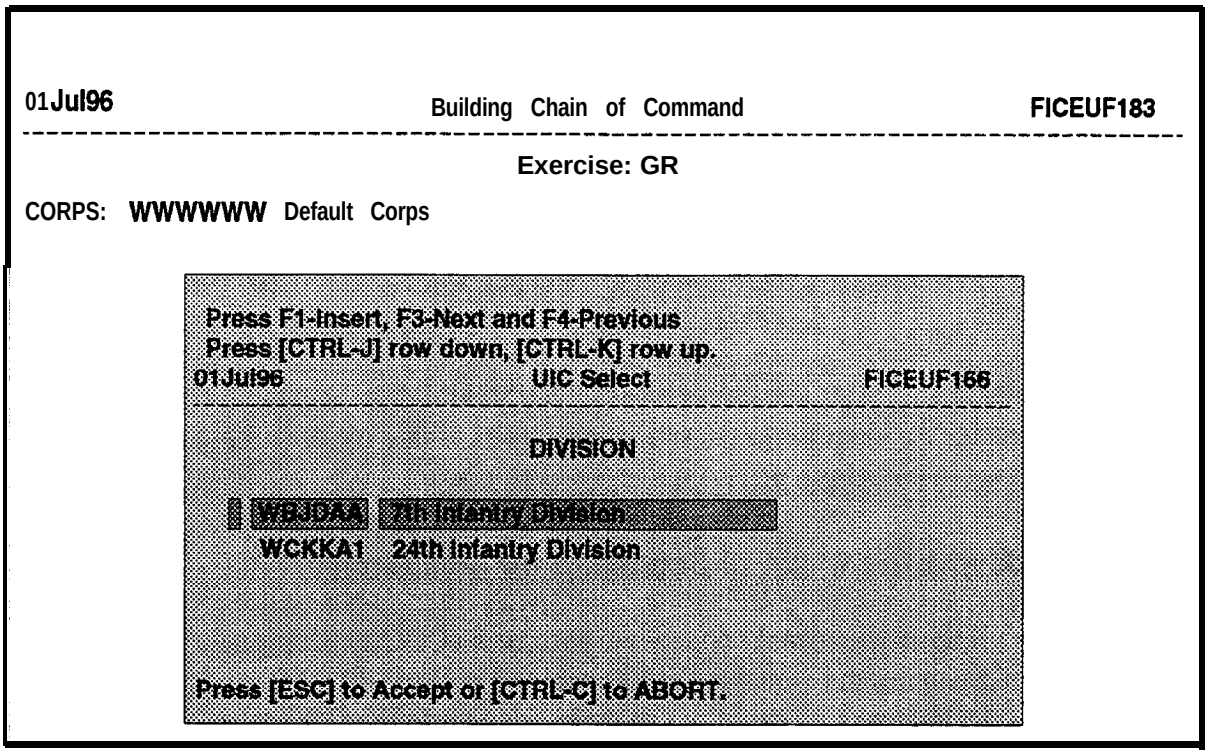

Figure 6-9. UIC Select Window for the Create Chain of Command Option
i. Enter the **UIC** for the unit that you want to add to the COC at this level, and press **ESC.** The UIC Select window will be displayed with the COC level highlighted in the upper left comer of the screen. It will show the UIC and name of the unit you just added, plus a list of any other units you have already entered at this same level in your COC, as shown in Figure 6-9. Units will be listed alphabetically by UIC.
(2) To add a unit at one of the next lower levels of the COC, you must begin in the UIC Select window as shown in Figure 6-9. Use the cursor control keys to highlight the unit for which you want to add subordinate units, and press **ESC.** A prompt will be displayed:
(3) After you have added the last unit to your COC, and while you are still in the UIC Select window, (Figure 6-9, page 6-21) press **ESC.** The following prompt will be displayed: